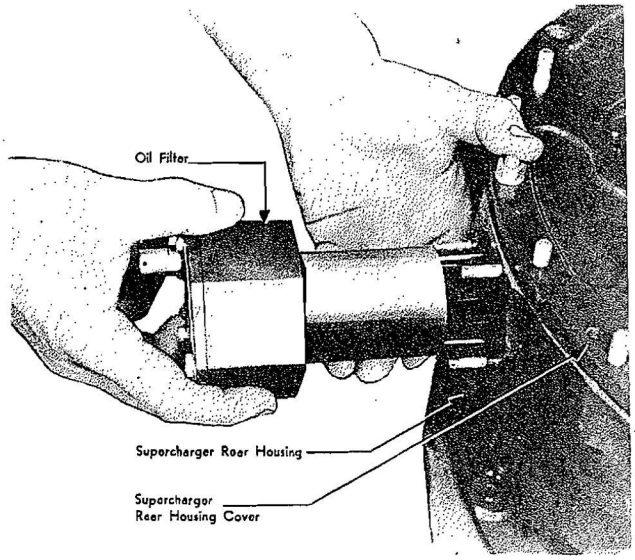

Figure 59—Removing Cuno Oil Filter
a. Remove the three nuts which hold the Cuno oil filter in the rear housing and remove the filter. Refer to Figure 59. To prevent damaging the exposed filter cartridge, exercise care not to strike the cartridge against the sides of the hole during removal of the filter. Disassembly of the Cuno oil filter at overhaul is necessary only if inspection of the filter shows that the unit filter cartridge must be replaced. Instructions for replacing the filter cartridge are included in Section VII, paragraph 42.